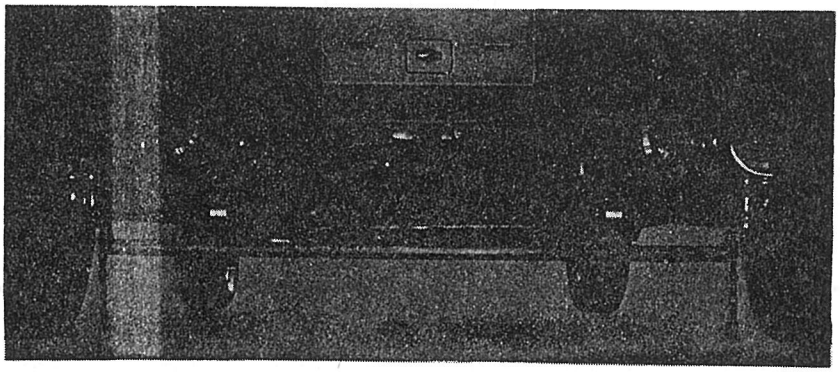

Afb. 2.13.3. Toespoor kontroleren aan achterzijde
e. Rijd het voertuig vooruit tot de kettingen aan de achterzijde van de voorwielen de grond raken (afb. 2.13.3.).